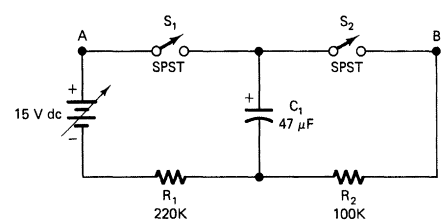

FIGURE 6-1A *RC* combination circuit.
1. Construct the circuit in Fig. 6-1A.
5. Compute the total charge and discharge currents for the circuit shown in Fig. 6-1A.
6. Prepare the VOM to measure direct current in the 1 mA range and connect it in series with R_1 and C_1 at point A in the circuit shown in Fig. 6-1A. (*Note:* Both S_1 and S_2 must be open.)